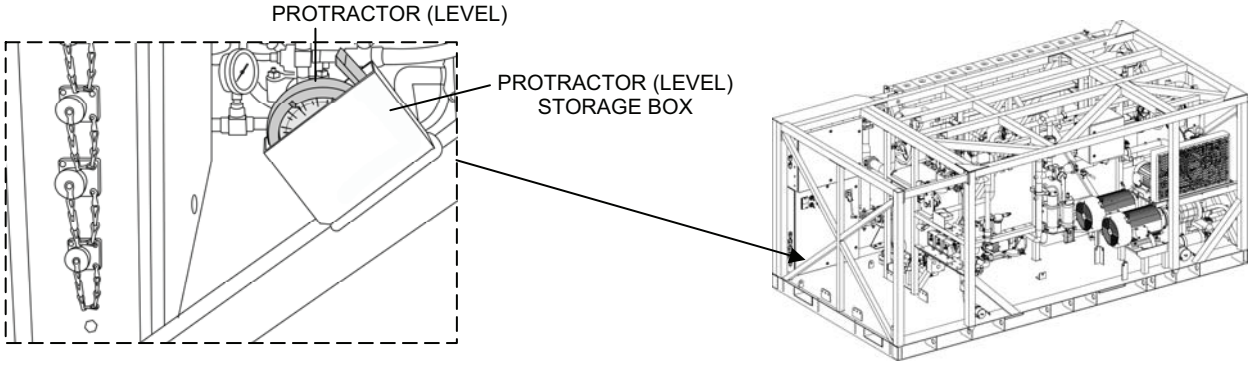

Figure 6. Level Storage.
4. Store the protractor (level) in the protractor (level) storage box on the cross support beam at the left side of the Power Distribution Panel (Figure 6).